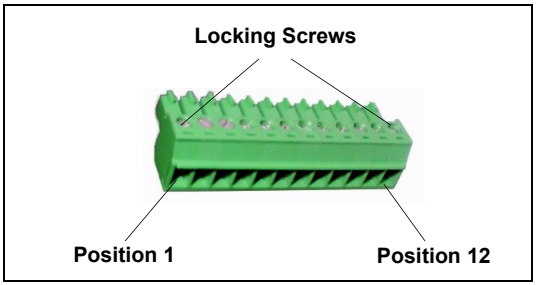

Figure E-2. 12-Position Connector Plug
1. Locate the twisted pair of wires (P/N 043598) and the 12-position connector plug (P/N 923686) (see Figure E-2) in the AS Ship Kit (P/N 062380 or P/N 062381).